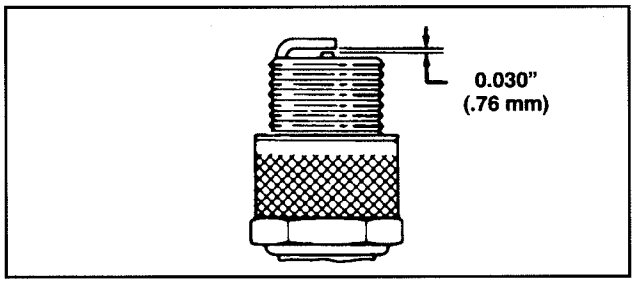

Afbeelding 16
3. Stel de elektrodenafstand af op 0,76 mm (Afb. 16). Installeer de juiste bougie en pakking en draai de bougie stevig vast tot 19 N·m.